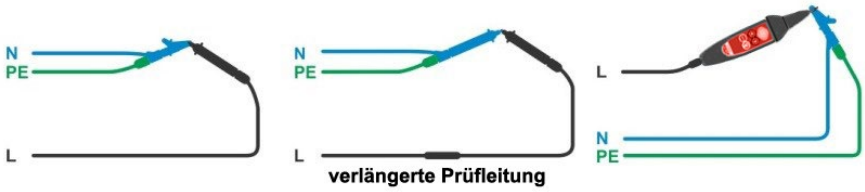

Abbildung 7.22: Kurzgeschlossene Prüfleitungen
- Schließen Sie die Prüfleitungen am Prüfgerät an und schließen Sie die Prüfleitungen miteinander kurz, siehe ***Abbildung 7.22***.